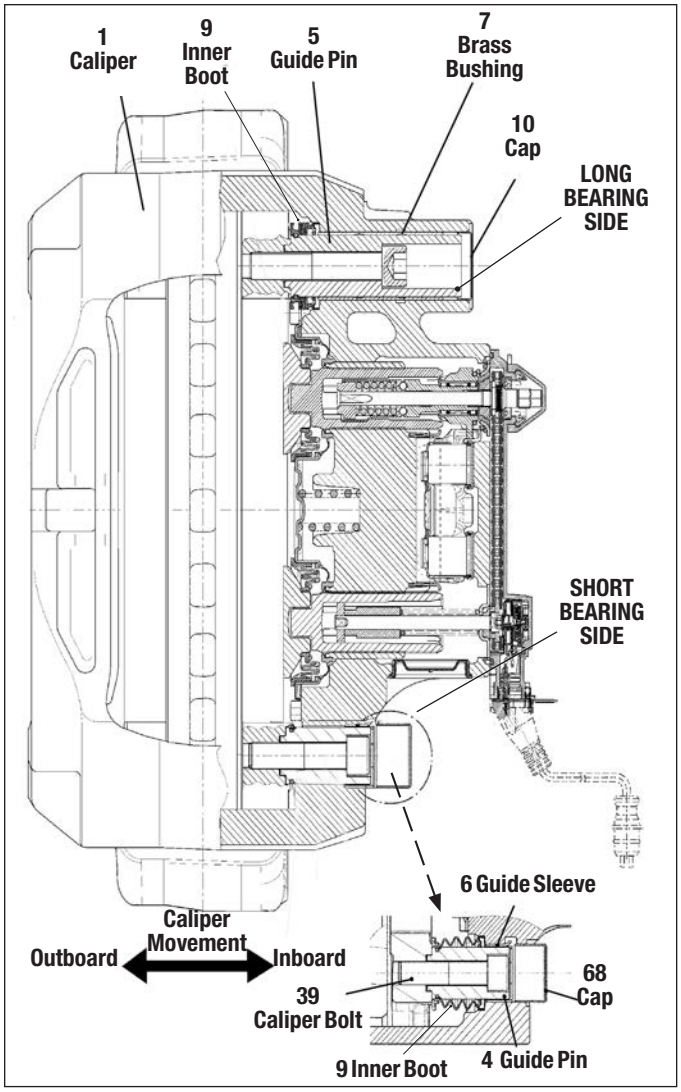
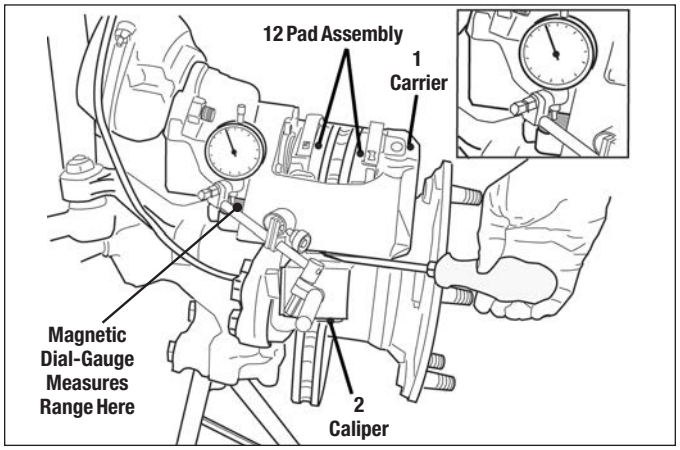

Figure 26 – Guide Pins
Figure 27 – Magnetic Dial-Gauge In Use
4.5.2 *See Figures 26 and 27.* With the wheel removed, remove the pad retainer (11). Temporarily replace the pads with two new pads (12). Attach a magnetic dial-gauge holder to the carrier (2) on the short bearing side of the caliper (1). Use the measuring point on the caliper (1) – *see the callout in Figure 27*. Press the caliper in the direction of the carrier (2) and set the dial-gauge to zero.
4.5.3 Place a suitable tool (e.g. a large flat-blade screwdriver) between the carrier (2) and the caliper (1) and use light hand force to move the caliper away from the carrier, until the movement stops. Read the maximum value on the dial-gauge. *See Figure 27.*